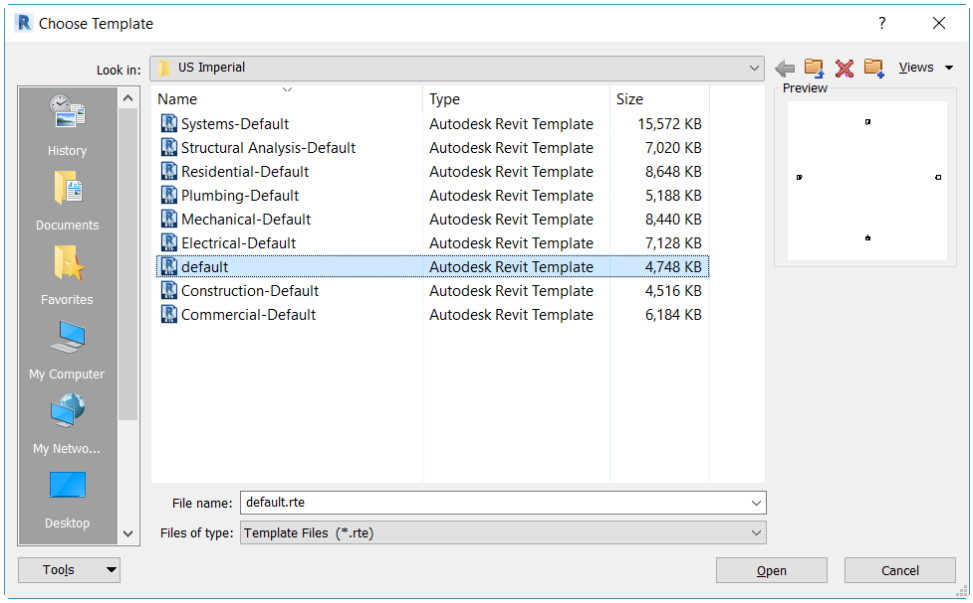

Figure 2-36 *The* ***Choose Template*** *dialog box with the* ***default*** *file selected*
2. In the **Choose Template** dialog box, select the **default** template file from the **US Imperial Folder** (**DefaultMetric** template file from the **US Metric** folder), refer to Figure 2-36 and then choose the **Open** button; the **Choose Template** dialog box closes and the selected template file is applied to the new project.